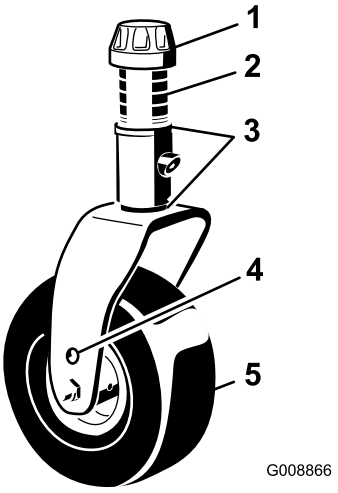

図 17
3. スピンドルシャフトからテンショニングキャップを取り図 17、キャスタアームからスピンドルを抜き出す。最初についていたように、スピンドルシャフトにシム3mmを 2 枚セットする。これらのシムは、デッキ全体の左右の水平調整に必要となる。希望の高さにするために必要な数のスペーサ13mmをシャフトにセットし、ワッシャをはめる下のチャートを参照。